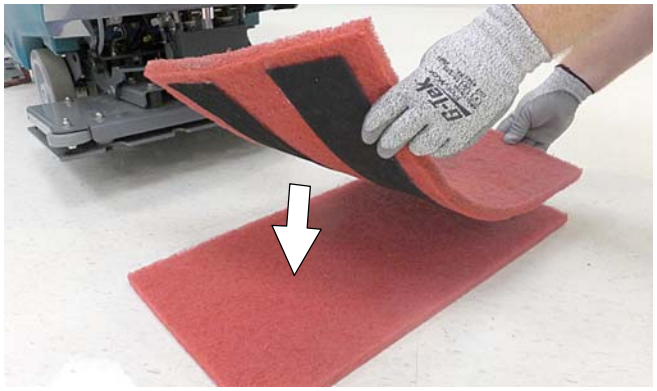

図　14
2. バッカーパッドと固定ひもの表を下向きにして、ワークパッドに取り付けます（図 14）。